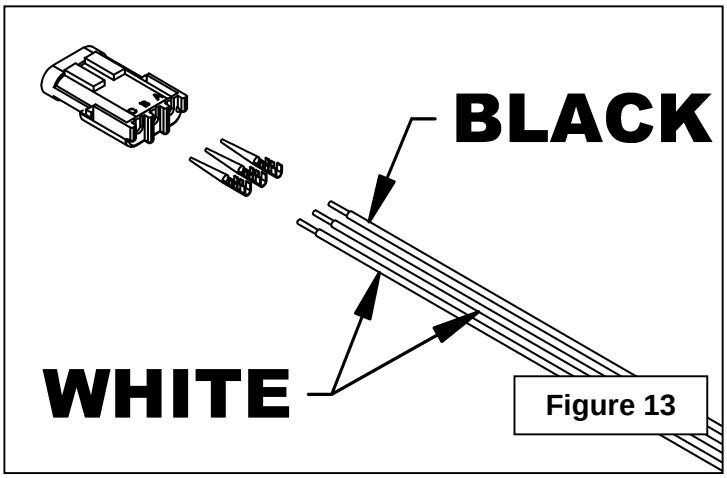

Figure 13
17. Figure 13 : Install the male terminals on the stripped end of the white wires and the black ground wire. Connect those terminals to the three cavity female connector making sure to install the black wire in the "A" cavity.